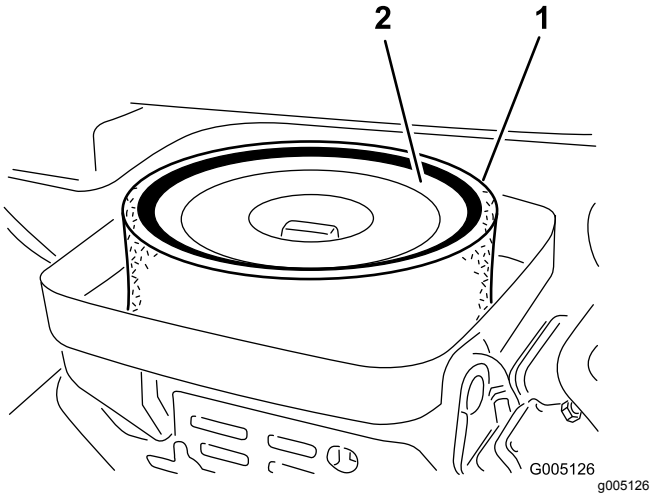

**Figur 45**
3. Hvis skumelementet er skittent, fjerner du det fra papirelementet (Figur 45). Rengjør den grundig, som følger: